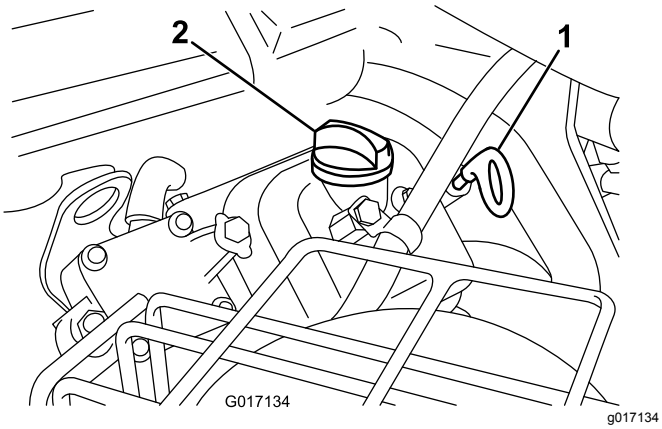

Figur 41
3. Sätt in oljestickan i oljeröret och skruva fast den i röret (Figur 41).